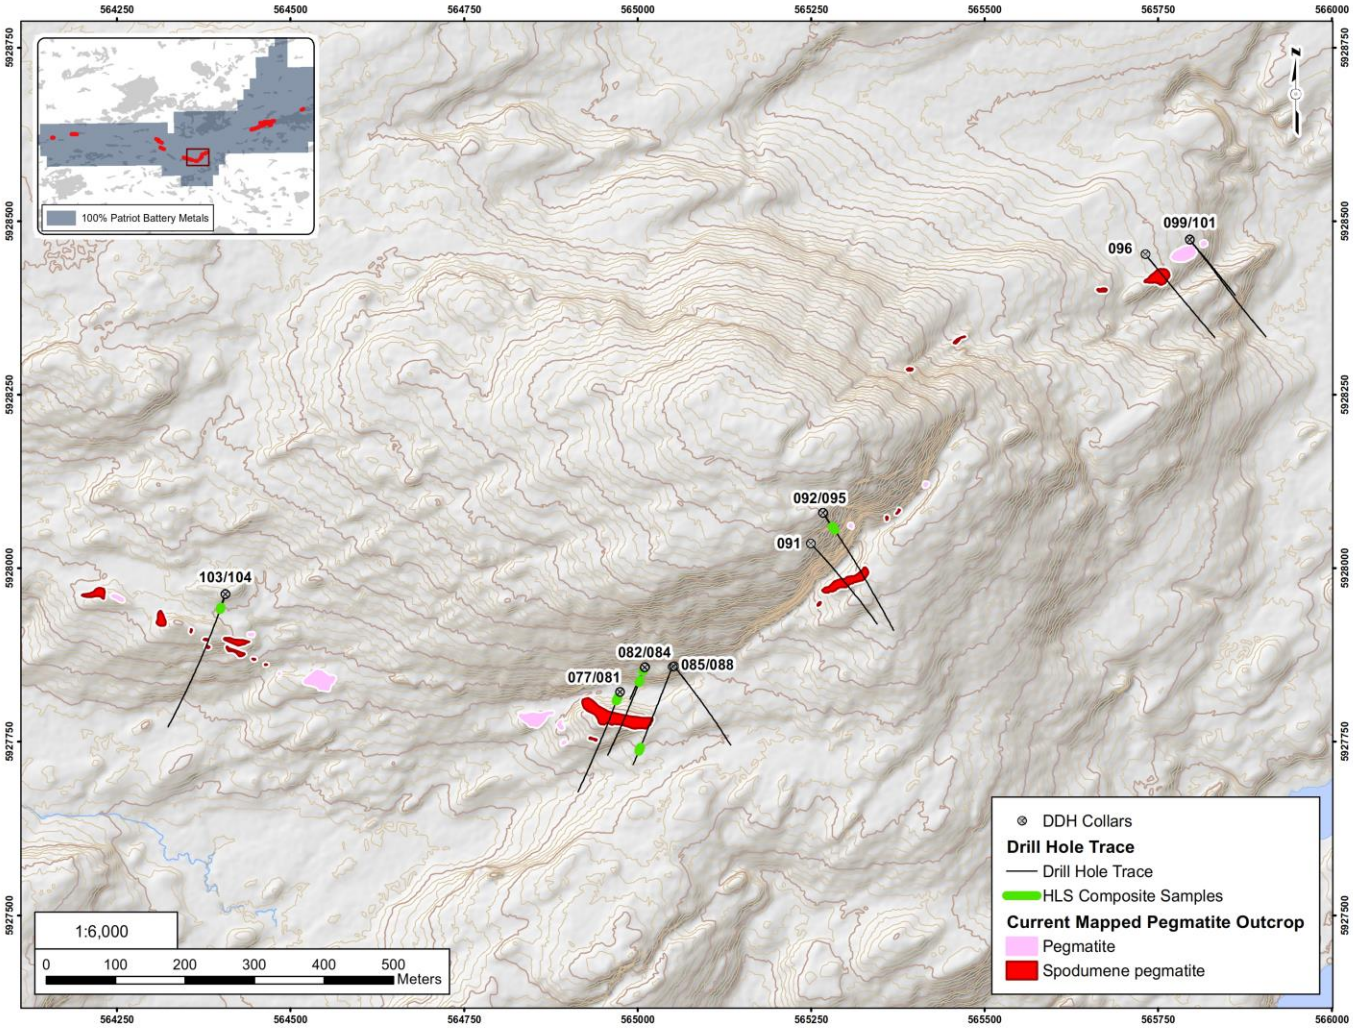

Figure 2: Distribution of composite core samples collected for HLS testwork at the CV13 Pegmatite cluster.
The HLS test program on CV13 Pegmatite material utilized five (5), ~8-10 m, NQ-size, quarter-core composite samples collected from drill holes CV22-077, 082, 084, 085, 092, and 103 across the western, central, and eastern portions of the collective ~2.2-km trend that defines the cluster (Figure 2). This included four (4) samples from the upper pegmatite body, and one (1) sample from the lower pegmatite body. The test program was completed by SGS Canada Inc. at their facility in Lakefield, ON, where the prior testwork for the Project was also completed.